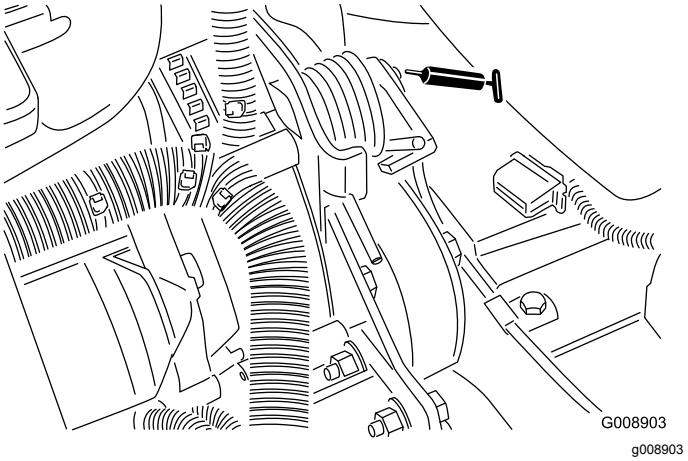

Figuur 58
- Draaipunt riemspanning (Figuur 58)